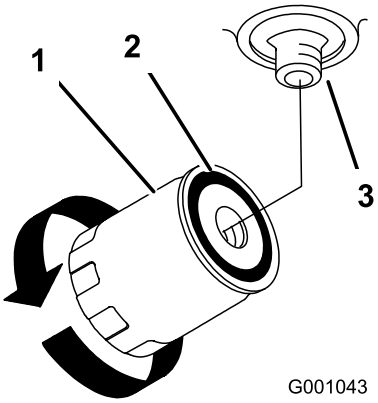

Figur 77
4. Fjern det gamle filter, og tør filteradapterens pakningsoverflade ren (Figur 77).
6. Monter det nye hydraulikfilter på filteradapteren. Drej oliefilteret med uret, indtil gummipakningen berører filteradapteren. Spænd derefter filteret yderligere 1/2 omgang (Figur 77).